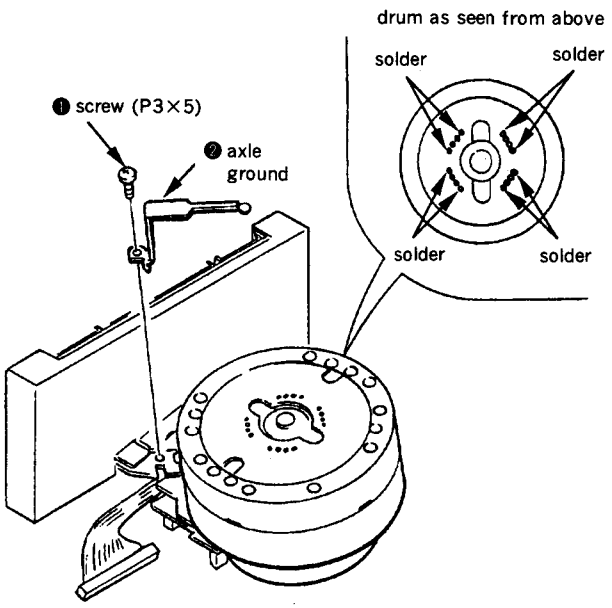
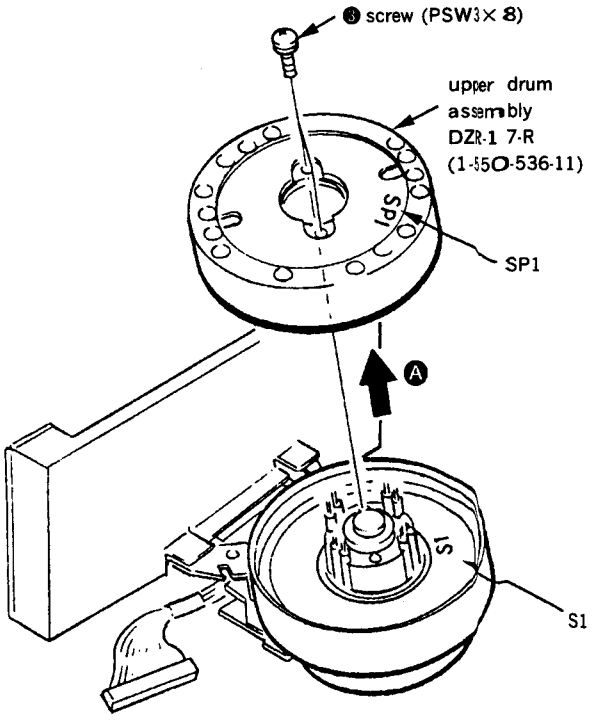

Fig. 1-4
Fig. 1-5
① Refer to Fig. 1-4 to remove the screw ❶ (P3×5) and then remove the axle ground.
② Completely remove the revolving upper drum PC board and the solder at sixteen points as shown by the arrows.
③ Refer to Fig. 1-5 to remove the two screws ❸ (PSW3×8) and remove the revolving upper drum in the direction shown by arrow Ⓐ. If the drum proves difficult to remove, try tilting slightly backward and left and right.
① When inserting the revolving drum in the lower drum, be very careful not to leave fingerprints or other soiling on the contact surface.
② Refer to Fig. 1-5 and make sure SP1 on the revolving upper drum PC board is aligned in the same direction as S1 on the rotor transformer PC board (lower drum side). Attach so that the holes on the upper and lower drums are aligned with each other.
③ If it proves difficult to attach the drum, attach while moving the drum slightly backward and foward and left and right.
④ Refer to Fig. 1-5 to tighten the two screws ❸ (PSW3×8).